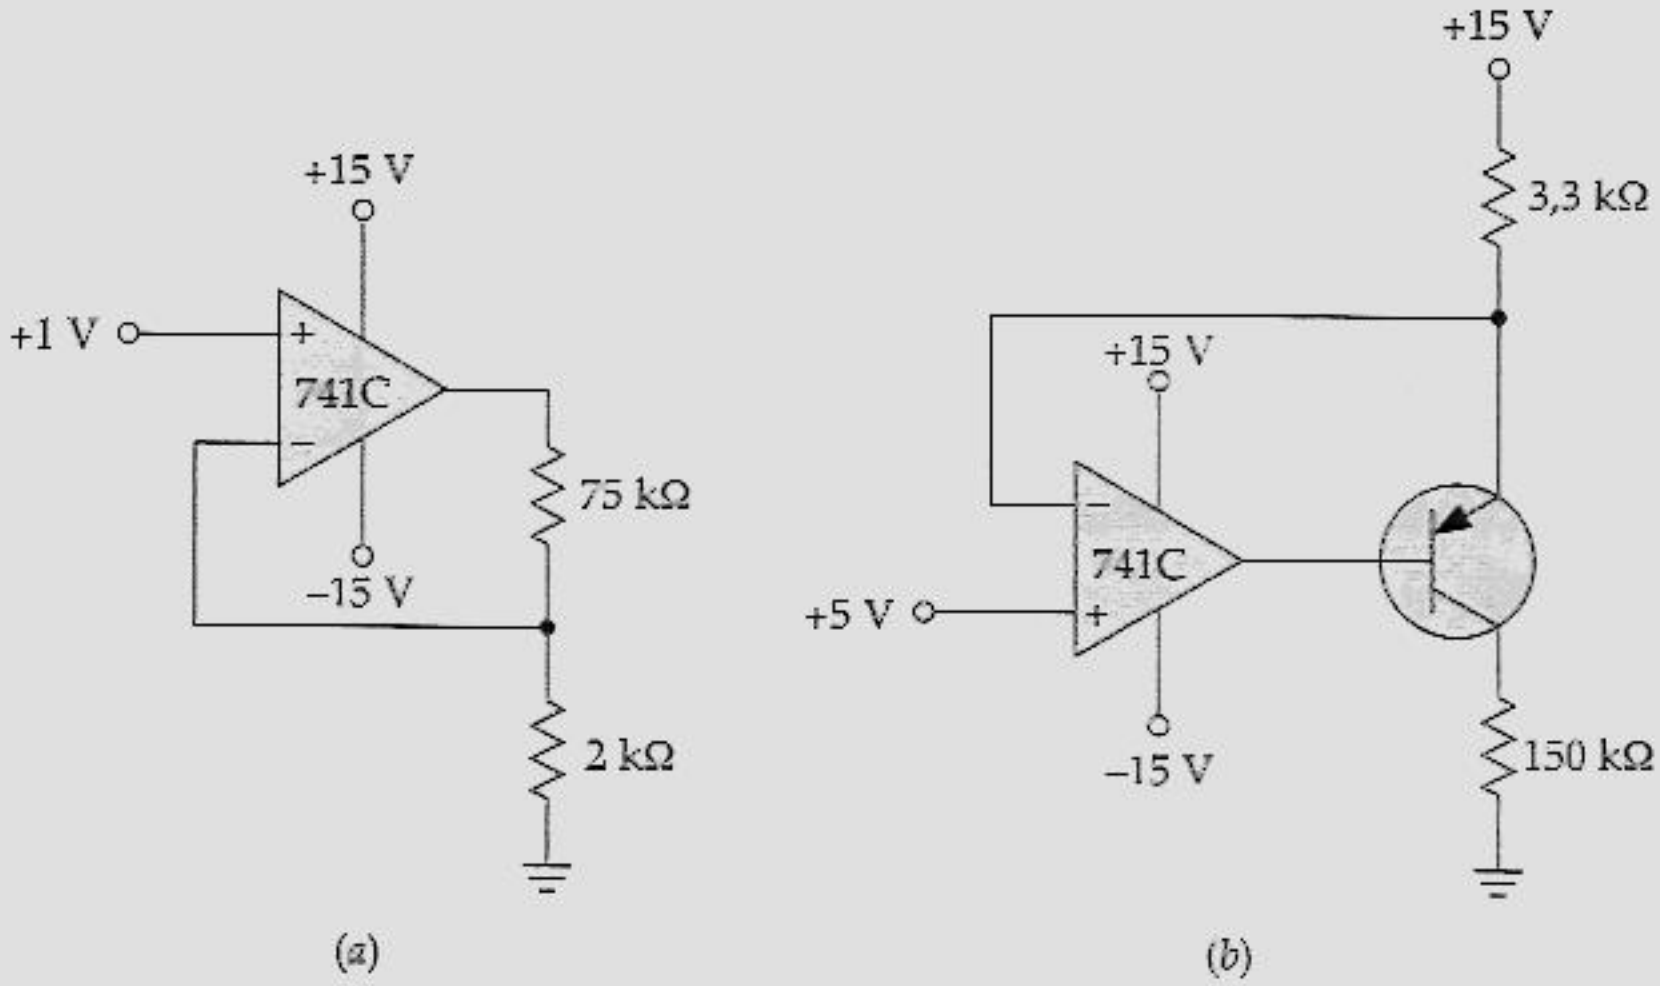

Figura 20.44
20.19 Qual a corrente de carga do circuito da Figura 20.44*a*?
20.20 Calcule a corrente de saída do circuito da Figura 20.44*b*. Além disso, calcule o valor da tensão na carga.
20.21 Qual a mínima resistência de carga que podemos utilizar no circuito da Figura 20.44*b* sem que o transistor sature?
20.22 O que você pode fazer no circuito da Figura 20.44*a* para produzir uma corrente de carga de 1 mA?
20.23 O que você pode fazer no circuito da Figura 20.44*b* para produzir uma corrente de carga de 5 mA?